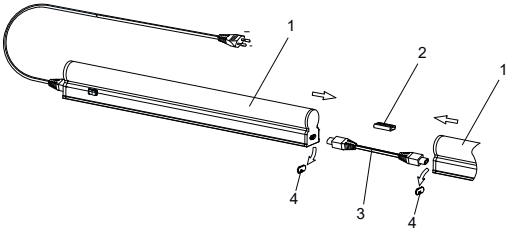

Рисунок 3
4.3 Конструкцией светильника предусмотрено шлейфовое соединение светильников в ряд (рисунок 3). Максимальное количество подключаемых светильников ДБО 3001, ДБО 3002, ДБО 3003 – 20 шт., светильников ДБО 3004 – 10 шт.